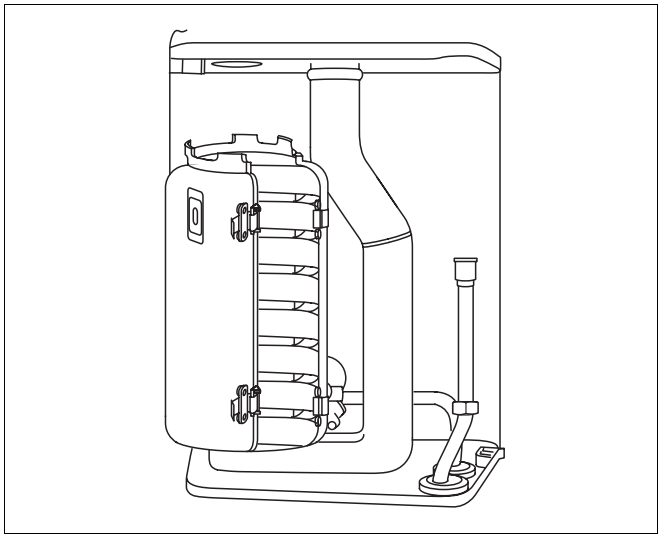

Rys. 50 Zatrzaski półskorupy
- Zdemontować przednią półskorupę komory spalania. W tym celu zwolnić 4 zatrzaski (rys. 50).